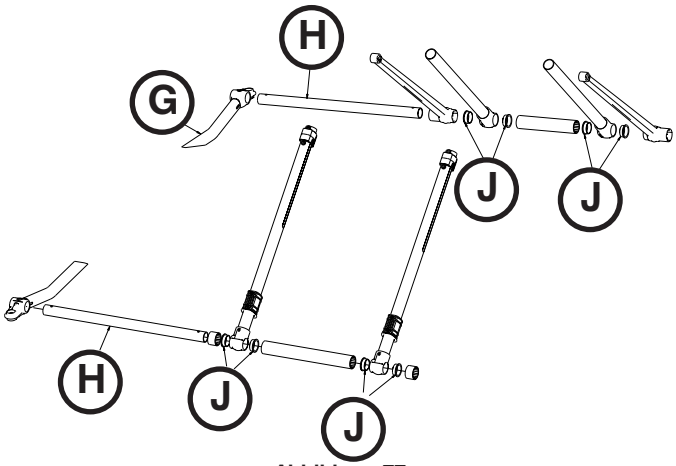

Abbildung 77
6. Das Rohrschweißteil (G) am äußeren Grundgestell an der beschädigten Seite entfernen. Die gegenüberliegende Seite zur Stützung des X-Rahmens belassen (Abbildung 77).
7. Die Grundgestellrohre am Fuß (H) zur Ablösung des X-Rahmens durch die Beine des X-Rahmens schieben (Abbildung 77).
8. Das Innenrohr abnehmen und die Muffen (J) zur Wiederverwendung im neuen Rohr aufbewahren (Abbildung 77).